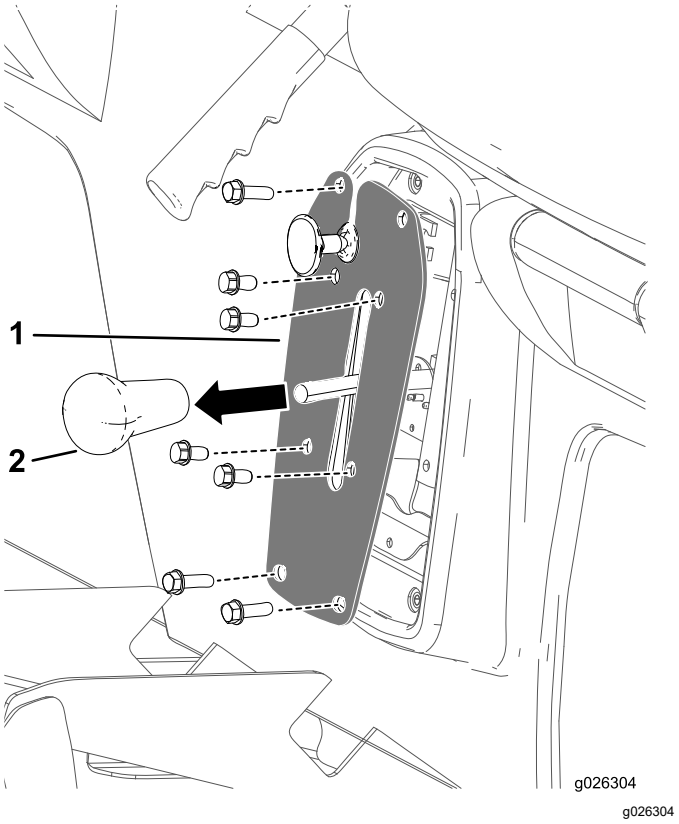

**Figuur 42**
1. Verwijder de knop van de schakelhendel (Figuur 42).
2. Verwijder de 4 bouten waarmee de schakelhendelplaat is bevestigd aan de schakelbeugel (Figuur 42).
3. Verwijder de 4 bouten waarmee de schakelhendelplaat is bevestigd aan de stoelbasis en verwijder de schakelhendelplaat (Figuur 42).
4. Schroef de knop van de schakelhendel handmatig vast (Figuur 42).